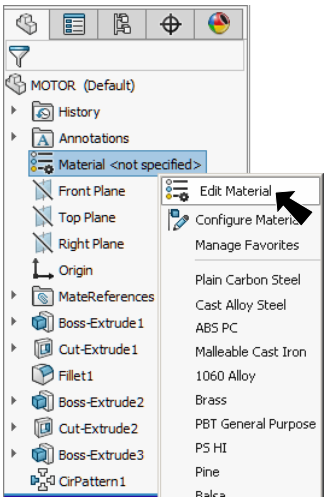

Fig. 40
Step 1. **Right click Material** in the Feature Manager and click **Edit Material**, **Fig. 40**.